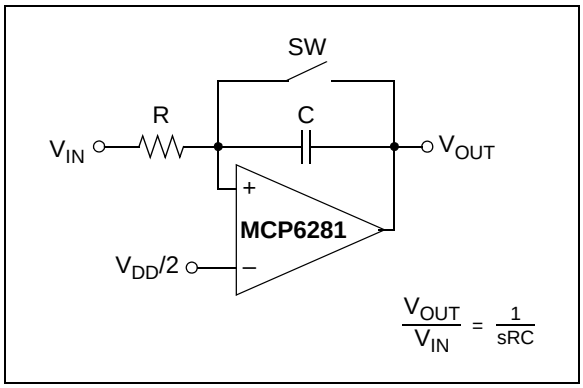

FIGURE 4-9: *Miller Integrator.*
Analog integrators are used in filters, control loops and measurement circuits. Figure 4-9 shows the most common implementation, the inverting Miller integrator. The non-inverting input is at $V_{DD}/2$ so that the op amp properly biases up. The switch (SW) is used to zero the output in some applications. Other applications use a feedback loop to keep the output within its linear range of operation.